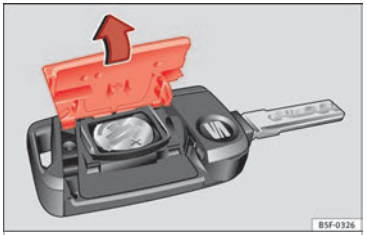

Fig. 118 Vehicle key: opening the battery compartment
- Remove the cover from the back of the vehicle key ››› **Fig. 118** in the direction of the arrow ››› ❗.
- Fit the cover as shown ››› **Fig. 118**, pressing it onto the vehicle key casing in the opposite direction to that shown by the arrow until it clicks into place.